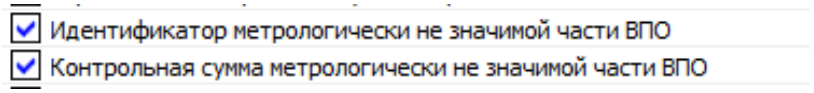

Рисунок 100 – Версия метрологически незначимой части
6.3.4 Идентификационные признаки метрологически незначимой части ВПО доступны как для чтения по интерфейсу в ТПО AdminTools (рисунок 100), так и для просмотра на ЖКИ.